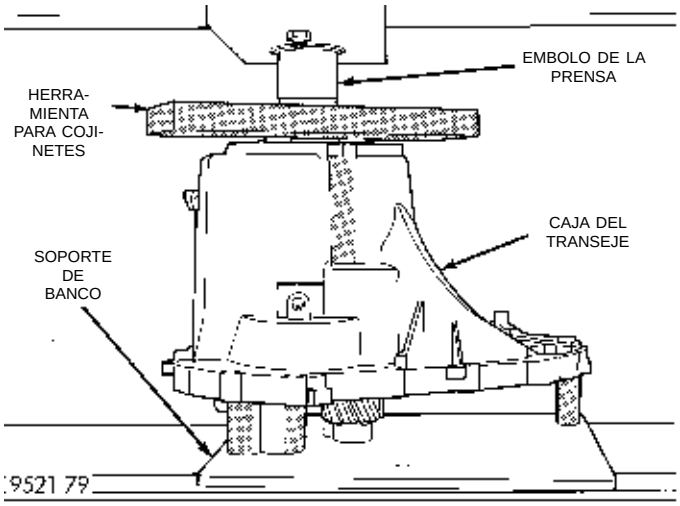

Fig. 46 Extracción de los engranajes de la caja
(15) Instale la caja de engranajes del transeje en la prensa de taller. Oprima los conjuntos de ejes de transmisión e impulsor para extraerlos de la caja (Fig. 46).